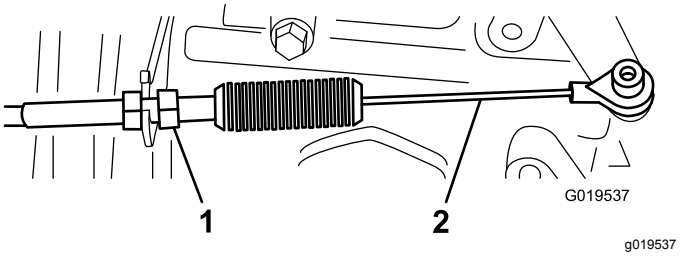

图66
2. 调节加速器拉索图66上的球窝接头当向踏板的中心施加 11.3kg 的力时使加速器踏板臂与 菱形花纹底板图67顶部之间保留 2.546.35mm 的空隙。
3. 拧紧锁紧螺母图66。